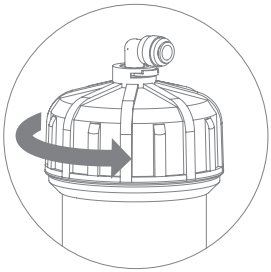
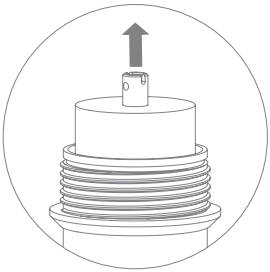

Рис. 24
Рис. 25
4. Открутите крышку корпуса (рис. 24), извлеките отработанную мембрану (рис. 25).